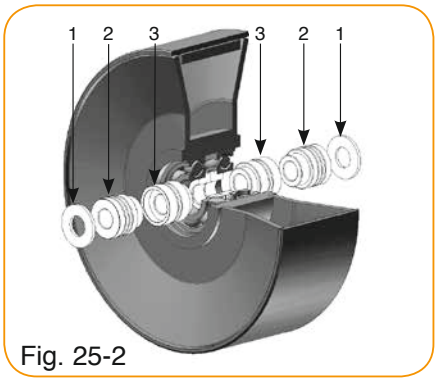

Fig. 25-2
- Montage version A ou C : roue légère largeur 67mm (fig. 25-2).
- Version A or C assembly : light wheel 67mm wide (fig. 25-2)
- Montage Version A oder C: leichtes Rad Breite 67mm (Abb. 25-2).
- Montaje versión A o C : rueda ligera anchura a 67mm (fig. 25-2).